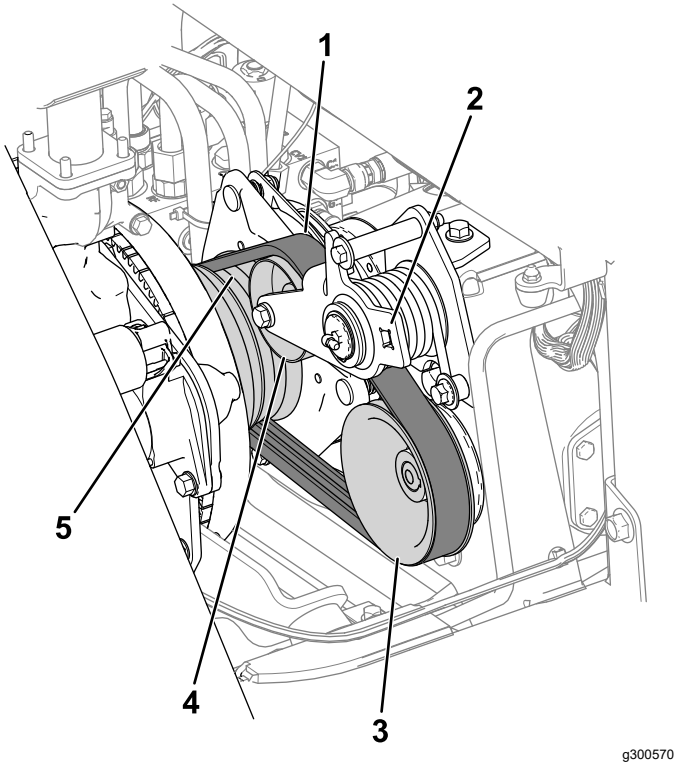

Figuur 74
3. Leid de riem op de motorpoelie, de spanpoelie en de poelie van de pomp (Figuur 74).